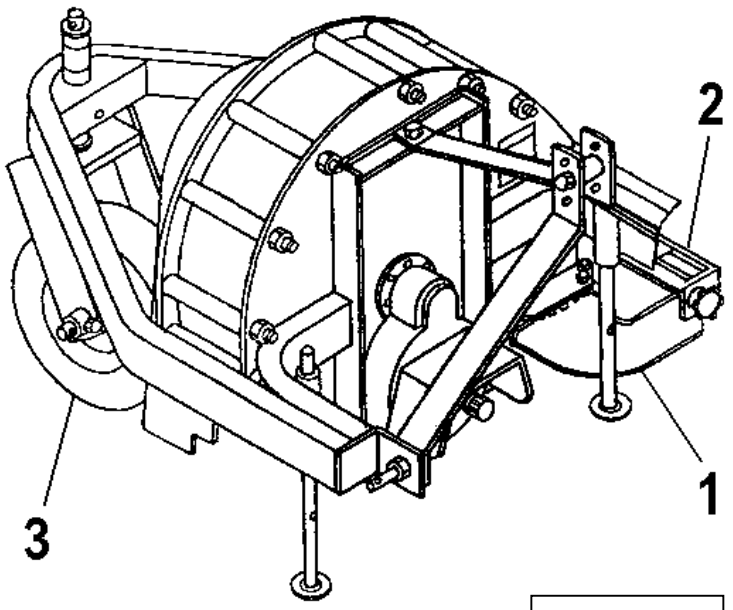

Figure 6
The nozzle (fig.6, item 1) can be rotated 230°**.** Set direction of the nozzle by turning the handle clockwise to rotate nozzle toward tractor or counterclockwise to rotate nozzle away from tractor.
Placing the toggle forward lowers the deflector (fig.6, item 2). Placing the toggle to the rear raises the deflector. (If movements are different simply reverse actuator lead wires).
To adjust the deflector (fig.6, item 2), loosen knob, select angle and fasten knob securely.
Set gauge wheel (fig.6, item 3) height according to surface conditions (make sure nozzle clears the ground in all conditions). To set height, remove linchpin from wheel bracket, place the sleeve spacers either on upper or lower side of blower frame, and reinstall the linchpin.